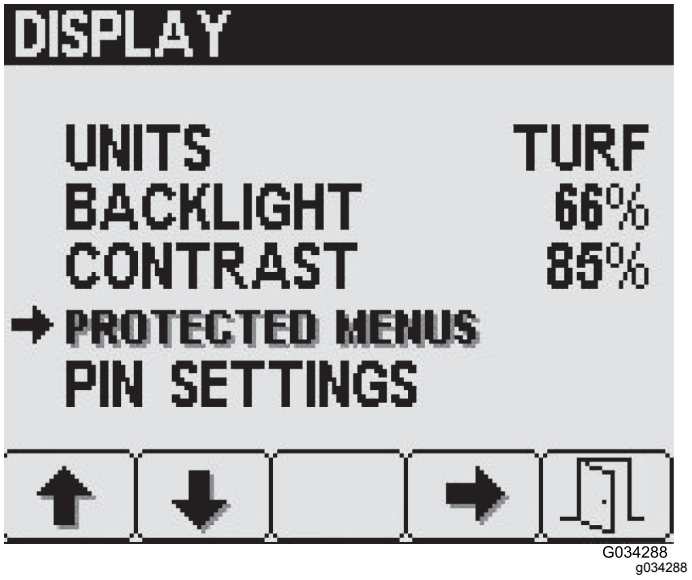

図 22
1. 表示Display画面でボタン2を何度か押して保護メニューProtected Menusへ移動し、ボタン4でそれを選択する図 22。
2. ボタン 2 を何度か押して希望する項目を表示させる図 22。